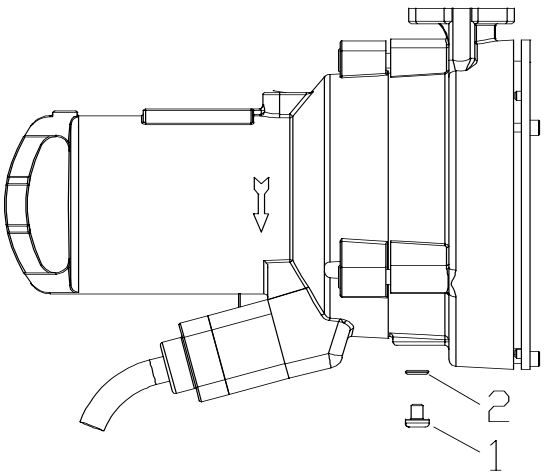

Fig. 1
Tilt pump so that it lies horizontal. Position oil plug hole at the underside of the pump. Oil is released by unscrewing the oil plug screw (1) with sealing washer (2) in the volute. The oil will then flow out and into container. It may be slow because oil chamber has not been vented. See Fig. 1
Place motor in position opposite to Fig.1, so that oil plug hole faces upwards. Fill in oil slowly, allowing air to vent out through same hole. Check and replace sealing washer if necessary.